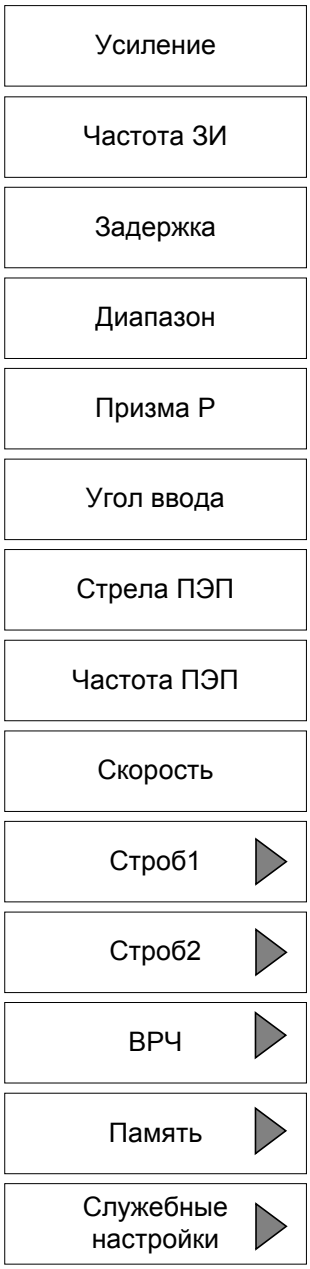

Рисунок 32 – Главное меню дефектоскопа в режиме «Пользователь»
6.3.2 Главное меню дефектоскопа в режиме «**Пользователь**» повторяет основные пункты меню «Эксперт» (см. п. 6.3.1) и состоит из следующих пунктов (рисунок 32):